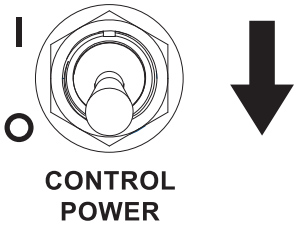

Figure 3-41. Controller Power OFF (O)
5. See *Figure 3-41*. Switch controller power to OFF (O).